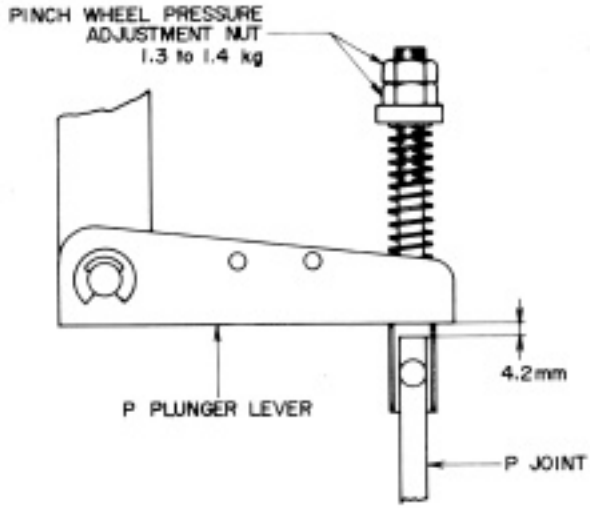

Fig. 2
2) Insert a 4.2 mm gauge (a U type washer etc.) between the P Plunger Lever and P Joint (Refer to Fig. 2).
3. PINCH WHEEL PRESSURE ADJUSTMENT (Refer to Fig. 2)